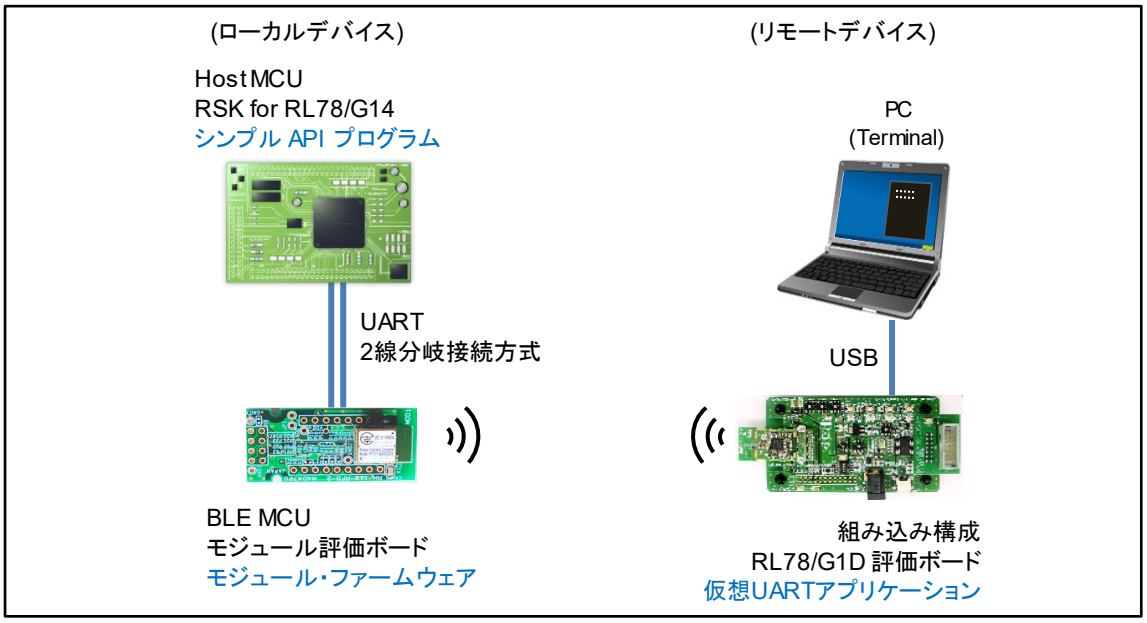
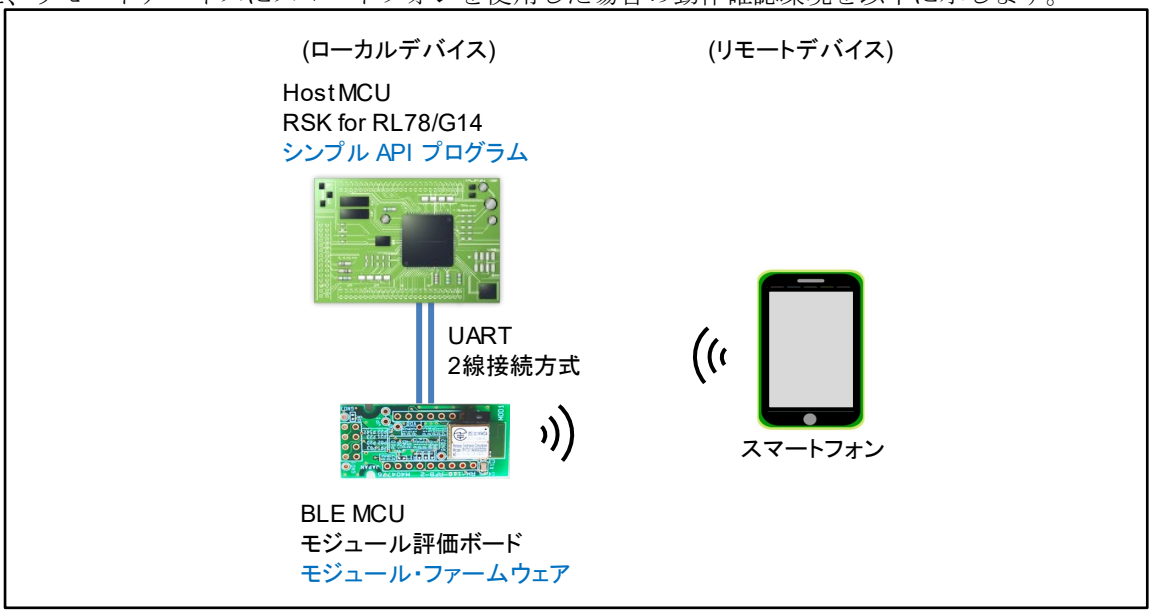

図 4-1　動作確認環境 (1)
図 4-2　動作確認環境 (2)
「図 4-1　動作確認環境 (1)」、「図 4-2　動作確認環境 (2)」のローカルデバイスで使用できる実行ファイルを以下に示します。リモートデバイスについては「4.2 リモートデバイスの準備」を参照してください。
「図 4-1 動作確認環境 (1)」での実行手順を示します。
「図 4-2 動作確認環境 (2)」で Android デバイスを使用する場合の実行手順を示します。
「図 4-2　動作確認環境 (2)」で iOS デバイスを使用する場合の実行手順を示します。